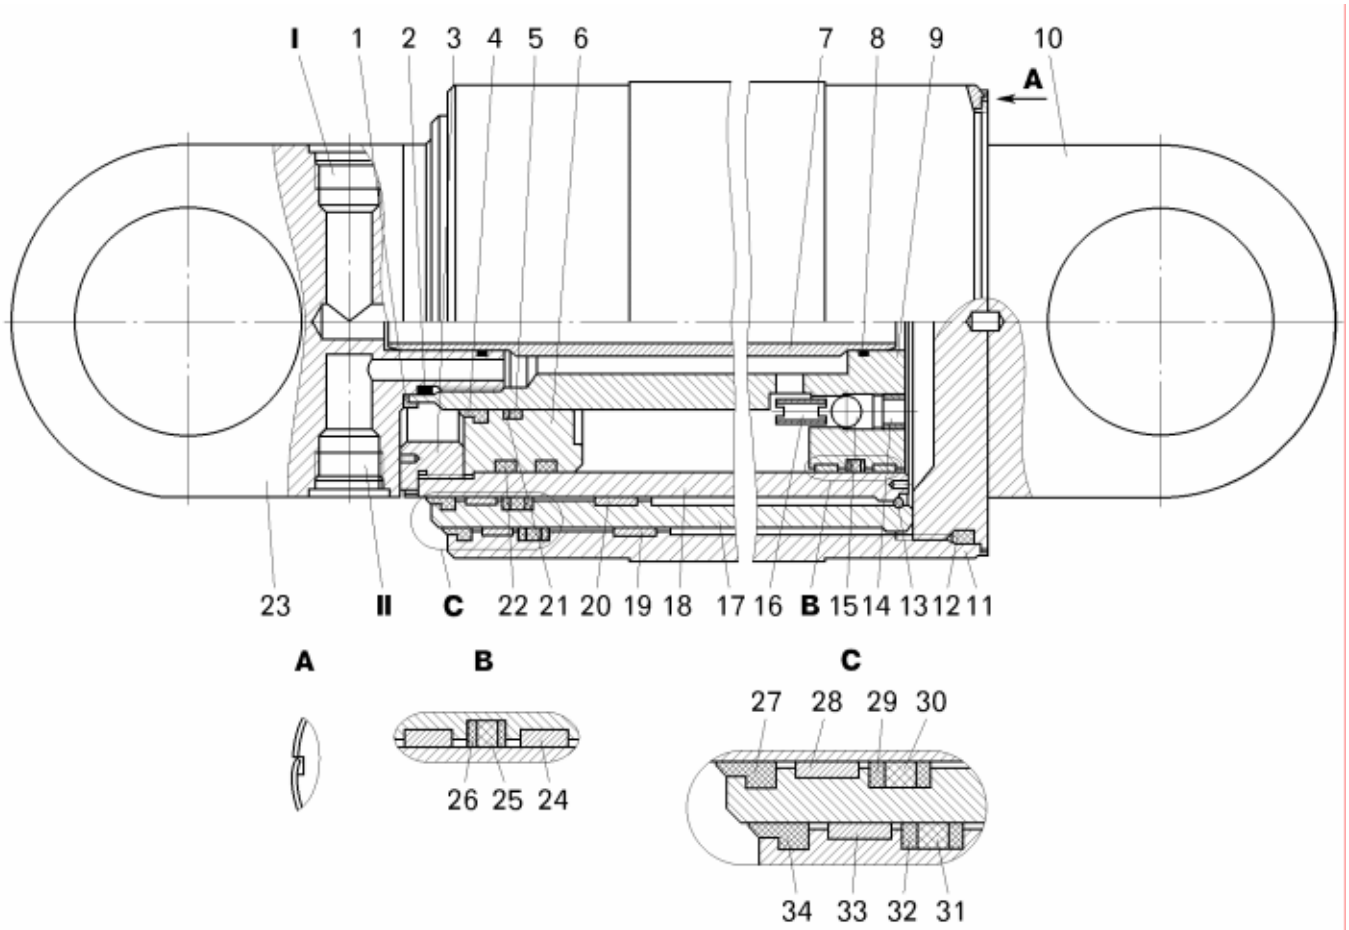

Рисунок 14.4 – Цилиндр опрокидывающего механизма:
– отогнуть стенку трубы 11 из прорезей крышки цилиндра (смотри рисунок 14.4, вид А);
– установить в кольцевую канавку втулки 6 защитную шайбу 21 (смотри рисунок 14.4);